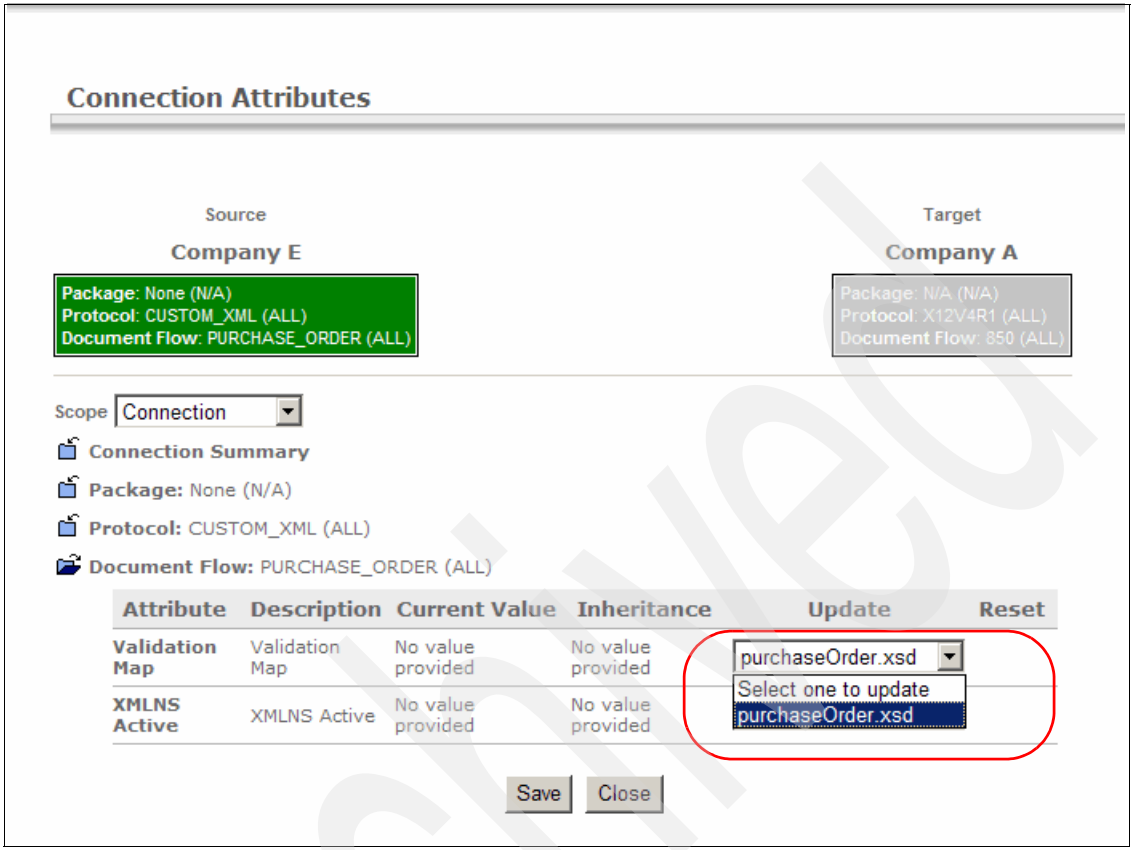

Figure 19-35 Setting the Attribute Validation Map at the Document flow level
8. In the next screen, select the attribute Validation Map as **purchaseOrder.xsd.** (Figure 19-35 on page 664)